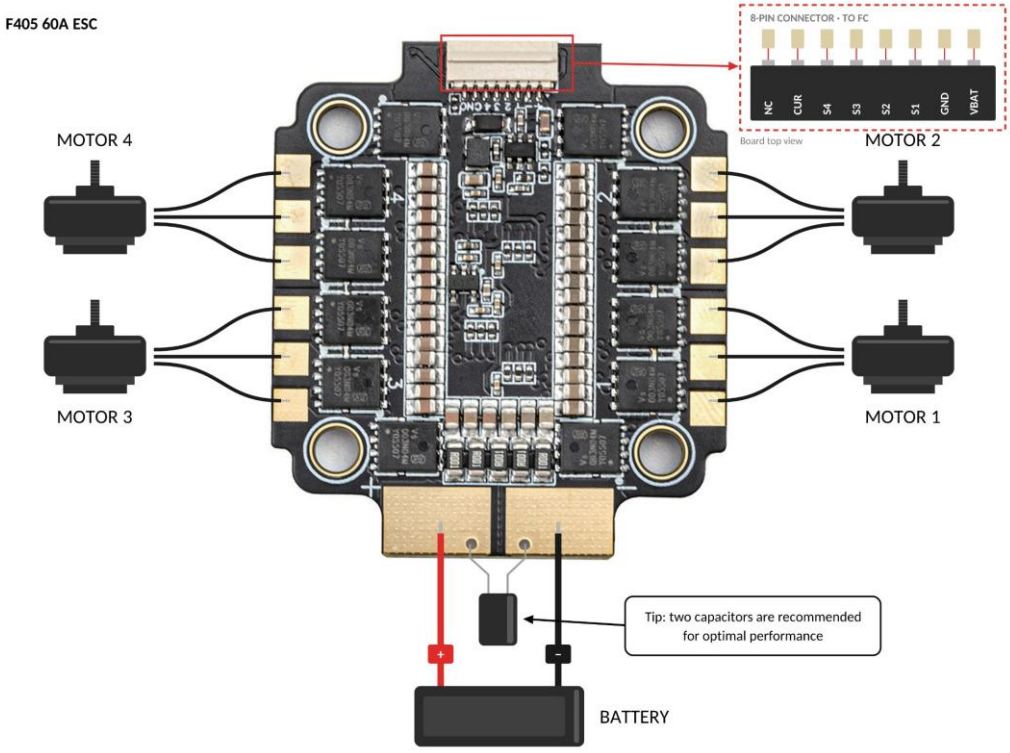

Rys.2. Instalacja i okablowanie ESC
3. Pady silników: Przylutuj przewody silników do padów po lewej (silniki 4 i 3) i po prawej (silniki 2 i 1), jak pokazano na Rys.2.